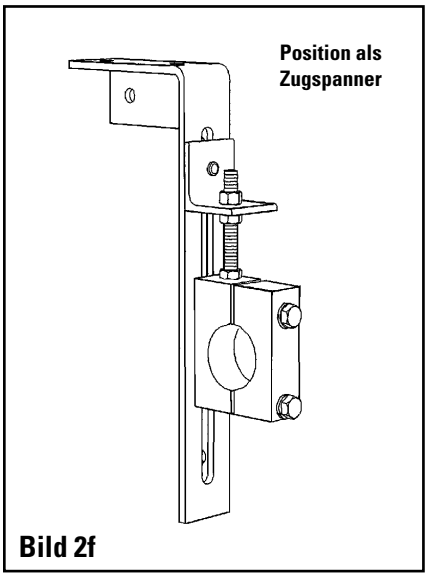

Bild 2f
b. Drehen Sie den Spannbausatz komplett um 180° und fixieren Sie diesen wieder mit allen zuvor gelösten Schrauben (Bild 2f).